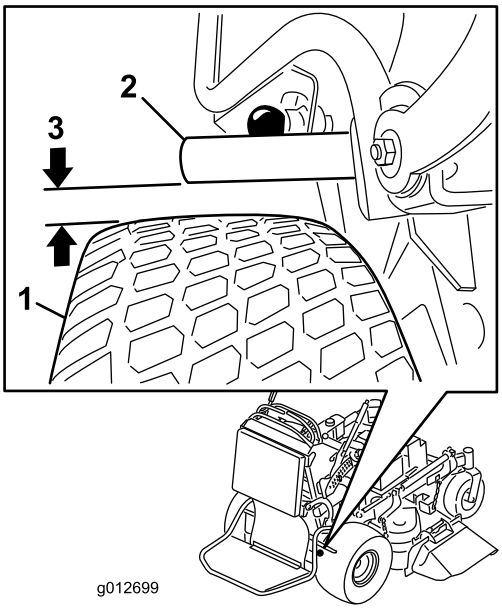

Figura 63
4. Con il freno rilasciato, misurate la distanza tra la barra del freno e il pneumatico. La distanza deve essere compresa tra 5 e 8 mm (Figura 63). Quando occorre eseguire una regolazione, consultate il capitolo Regolazione del freno di stazionamento.
5. Regolate la forcella. La distanza tra la barra del freno e il pneumatico deve essere compresa tra 5 e 8 mm. Per serrare il freno, ruotate verso l'alto la forcella. Per allentare il freno, ruotate verso il basso la forcella (Figura 63).